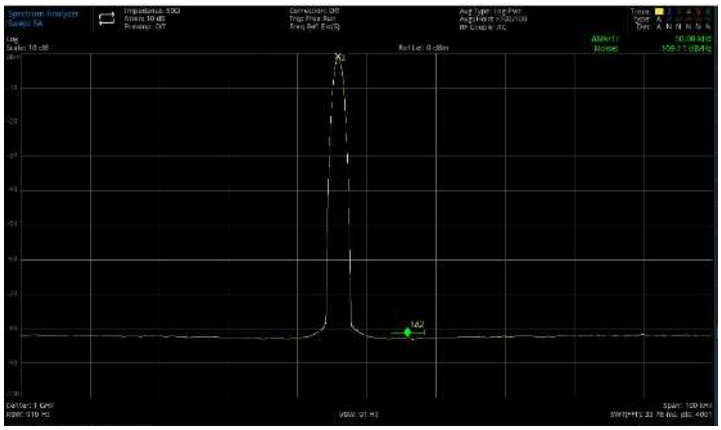

Figure 3-20 Phase Noise
7. Open **Mark Function > Mark Noise**, as shown in Figure 3-20.